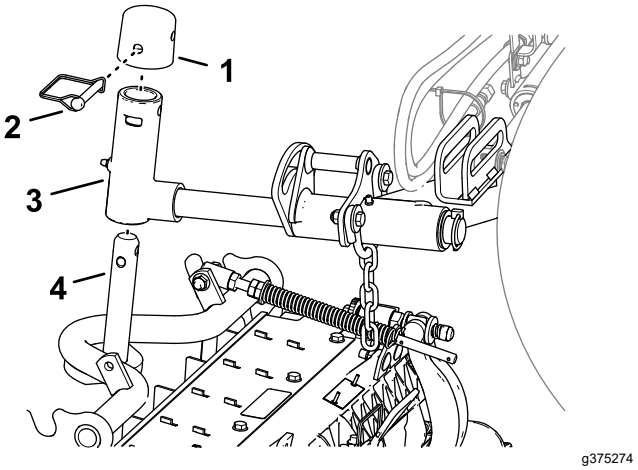

Figuur 15
1. Schuif een maai-eenheid onder de hefarm (Figuur 15).